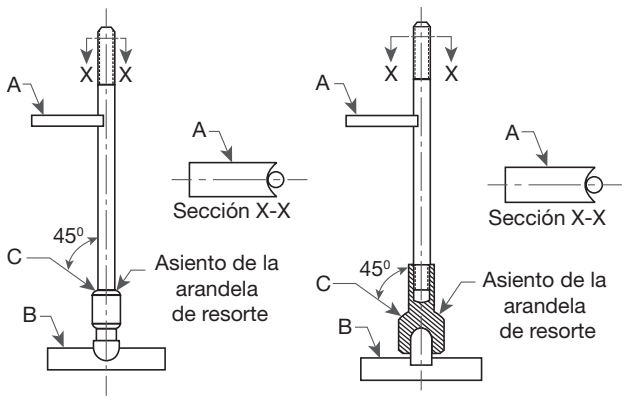

Figura 28: Configuración de soporte de bloque en V
1. Configure el soporte del bloque en V (consulte la Figura 28) de la siguiente manera:
- Coloque los husillos con punta de bola en una pieza de material B que haya sido empotrada para permitir la rotación libre del husillo (15). Para husillos huecos, se requiere un soporte con punta de bola.